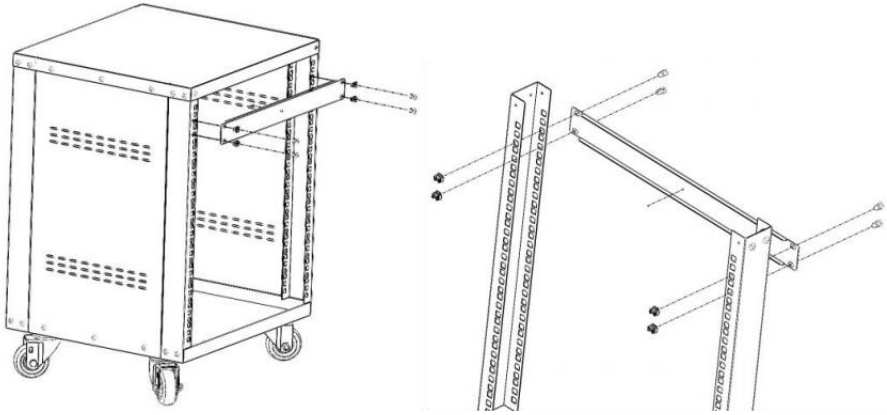

Figura 5
5. Posto 1U cieco pannello l (⑤) sul supporto . Fissare con i 4 pezzi M 6 gabbia noci (⑧) e 4 pezzi M6*12 viti a croce (⑨) Vederela Figura 5 .